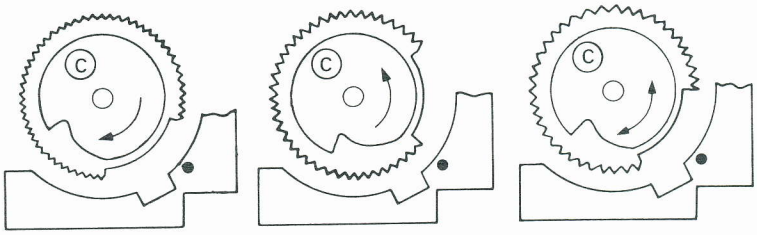

Fig. 3a Fig. 3b Fig. 3c
- Netzstecker ziehen, Schublade entfernen und anschließend Kurvenrad Ⓒ in Pfeilrichtung bis zu der in Fig. 3a angegebenen Position drehen.
- Zur Entnahme der Platte, Kurvenrad Ⓒ betätigen (s. Fig. 3a), um den Andruckarm Ⓔ anzuheben, dann die Platte entnehmen.
- Unplug the unit, take off the tray assembly, turn the main gear Ⓒ in direction of the arrow up to the position indicated in fig. 3a.
- To take off the C.D. move the main gear (see. fig. 3a) so as to raise the counter-lever Ⓔ and disengage the C.D.